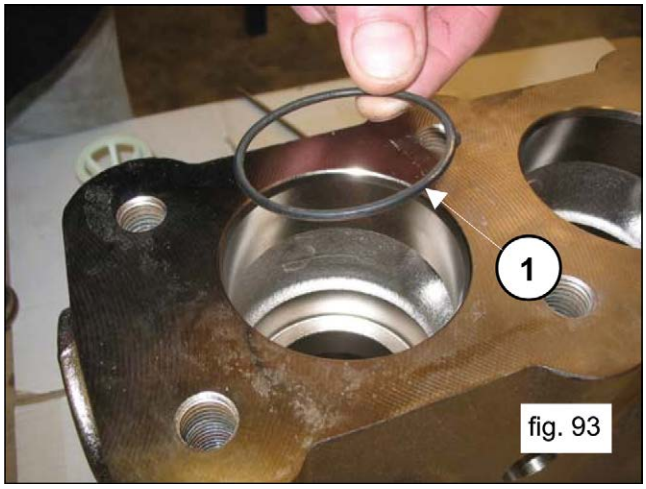

fig. 93
Insert the O-ring, exploded view item 5 from Owner's Manual (1, fig. 93).